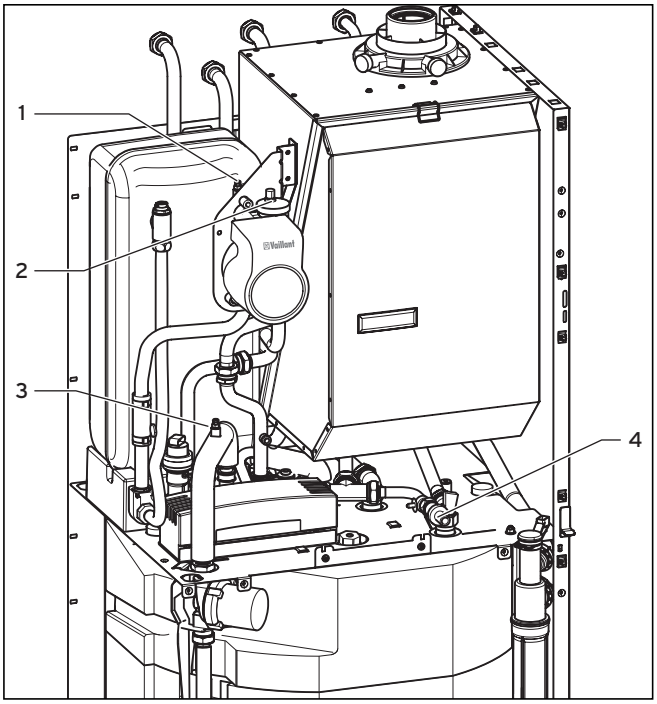

Abb. 6.1 Kesselfüll- und Entleerungseinrichtung
- Entlüften Sie das Gerät warmwasserseitig über den Entlüftungsnippel (**3**) am Rohr zwischen Pumpe und Sekundär-Wärmetauscher, siehe Abbildung 6.1.